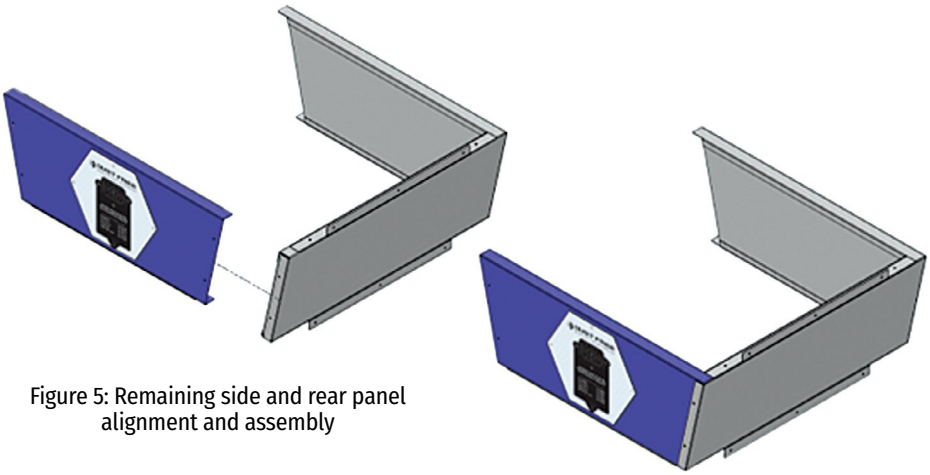

Figure 5: Remaining side and rear panel alignment and assembly
4. Align and insert the remaining side panel into the rear panel, inside the flange as depicted in **Figure 5.**